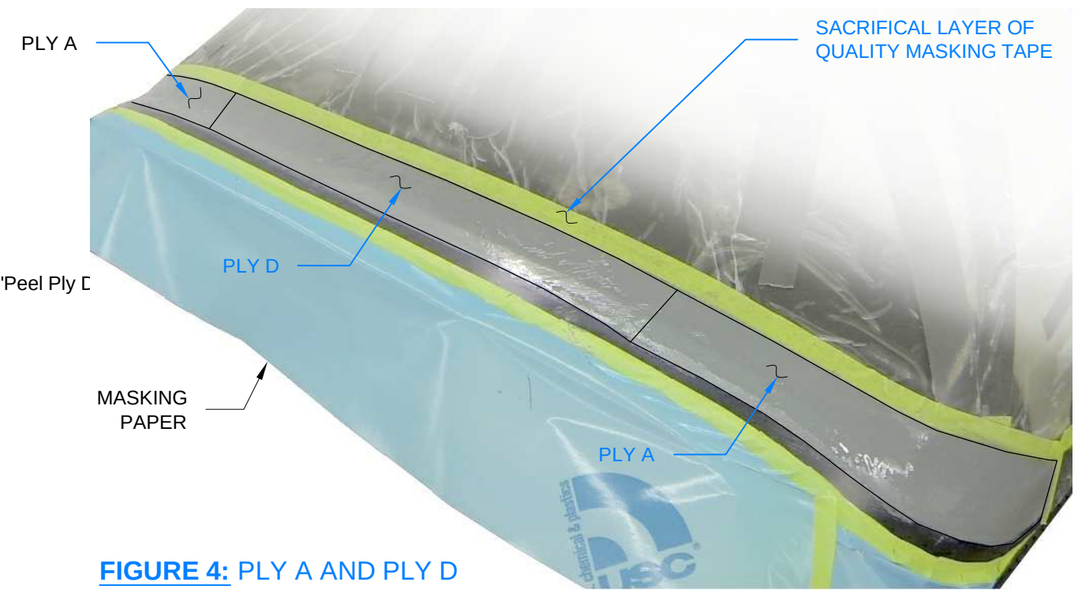

FIGURE 4: PLY A AND PLY D APPLICATION
Step 9: Protect the canopy skin with masking paper as shown in Figure 4.
Step 17: Apply a coat of dyed resin to the area where Ply A and Ply D will be applied. See Figure 4. Peel off the inner surface layer of food wrap and apply the two examples of Ply A to the left and right sides of the Canopy Assembly as shown in Figure 4. Position the upper and aft edges of Ply A as closely as possible to the edge of the sacrificial layer of masking tape without overlapping. If Ply A has been cut slightly too big, it is preferable to have overlap on the forward line of electrical tape rather than overlapping the aft line of sacrificial masking tape.
Step 20: Apply a coat of dyed resin to the area where Ply D will be applied. See Figure 4. Peel off the inner surface layer of the food wrap and apply Ply D to the Canopy Assembly as shown in Figure 4. Position the aft side of Ply D as closely as possible to the edge of the sacrificial layer of masking tape without overlapping. If Ply D has been cut slightly too big, it is preferable to have overlap on the forward line of electrical tape rather than on the aft line of sacrificial masking tape. Butt one side of Ply D agains Ply A, then trim any excess so the remaining side is also butted against or slightly overlapping Ply A on the opposite side.